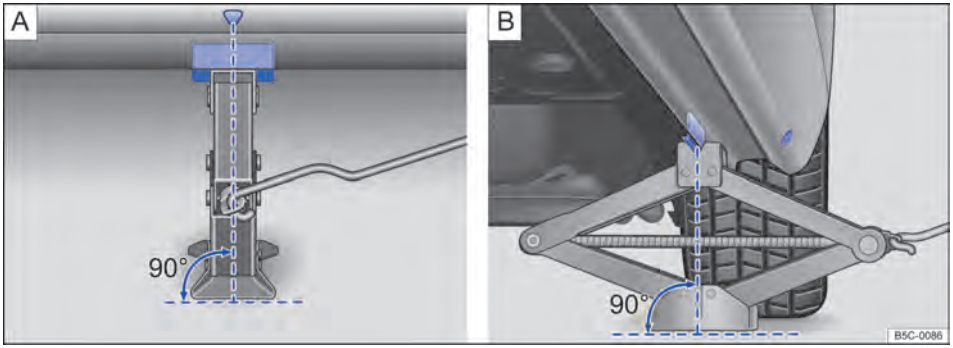

Fig. 167 Macaco posicionado no lado esquerdo traseiro do veículo.
7. Garantir que a base do macaco, com toda sua superfície, esteja sobre o chão e que a base se encontre perpendicularmente abaixo do ponto de colocação ⇒ Fig. 167.
8. Alinhar o macaco e, simultaneamente, levantar a garra do macaco até ela se encaixar na travessa debaixo do veículo ⇒ Fig. 167.
- **Posicionar o macaco somente nos pontos indicados. A garra do macaco deve se encaixar no perfil da longarina de forma segura ⇒ Fig. 167.**